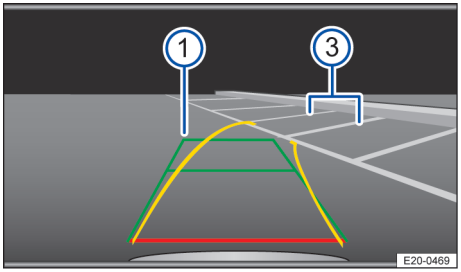

Fig. 128 Affichage à l'écran du système d'infodivertissement : Positionnement pour la place de stationnement
ment. Les lignes vertes et jaunes doivent correspondre aux lignes de délimitation latérales → fig. 128 ③.